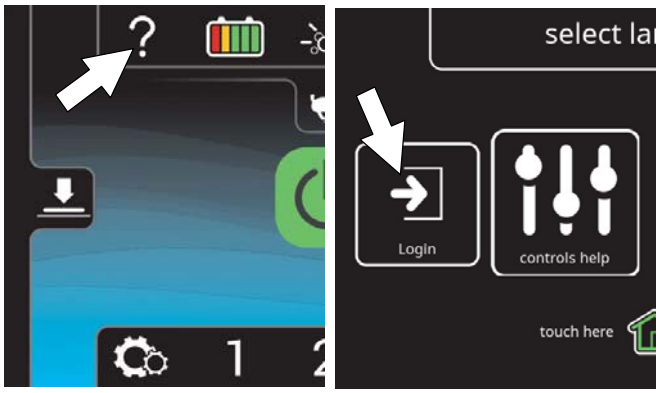

FIG. 191
2. Press the help button and log into the machine as supervisor mode (Figure 191). *See Entering the Supervisor Mode.*